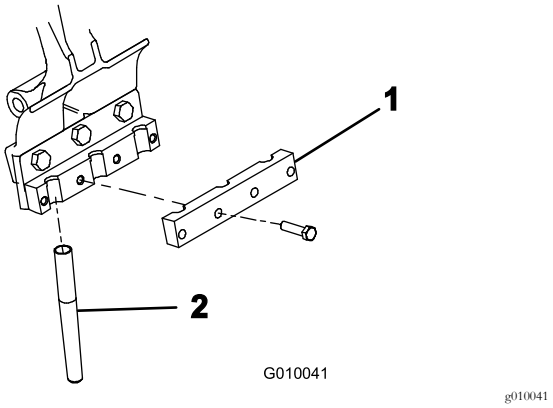

Figur 24
5. Monter en tineklemme løst på hver tineholder med 4 bolte (⅜ x 1½ tommer) (Figur 24). Tilspænd ikke boltene.